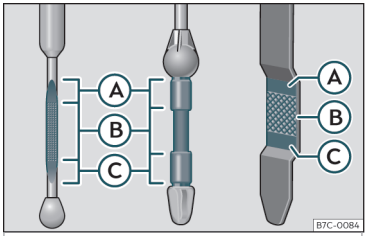

Fig. 202 Joja de ulei.
– Apoi scoateți-o din nou și verificați nivelul uleiului **›››** **fig. 202**. Dacă este necesar, adăugați ulei de motor.
• Când nivelul uleiului ajunge cel puțin la zona>>> fig. 202 Ⓑ, deșurubați cu atenție bușonul orificiului de umplere cu ulei de motor >>> ❗.
Dacă nivelul uleiului se află deasupra zonei >>> fig. 202 Ⓐ, nu porniți motorul. Aceasta ar putea duce la deteriorarea motorului și a convertorului catalitic. Contactați un atelier specializat.
Nivelul uleiului nu trebuie să depășească niciodată zona>>> fig. 202 Ⓐ. În caz contrar, uleiul poate pătrunde prin orificiul de ventilație al carterului și poate fi eliberat în atmosferă prin sistemul de eșapament.